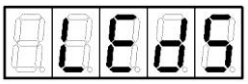

Рисунок 21
2. Кнопками ← или → установить на индикаторе слово "LEdS" (рисунок 21).